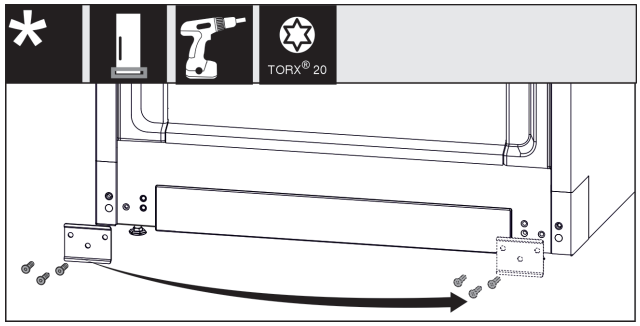

Fig. 15
▶ Deșurubați placa de tablă *Fig. 15 (1)*, mutați-o pe cealaltă parte și înșurubați-o din nou.